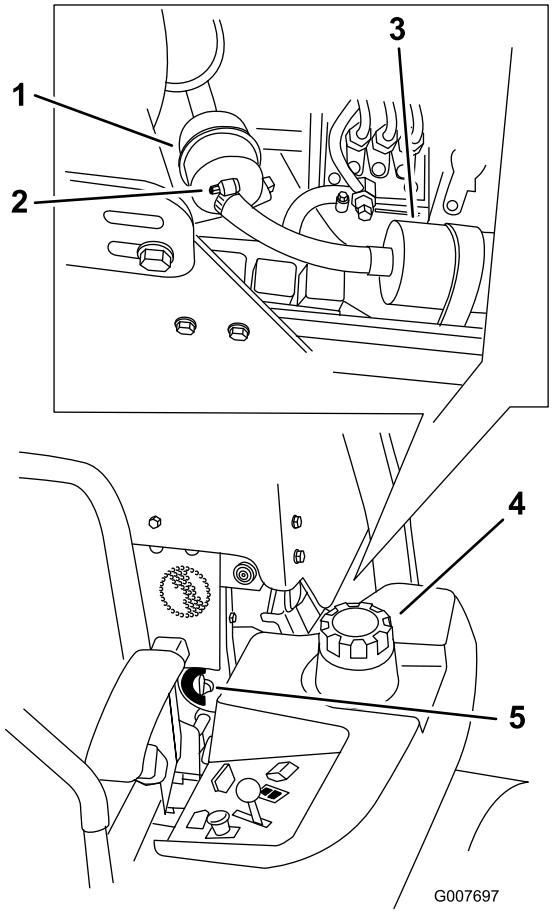

Figura 42
4. Cierre la válvula de cierre de combustible(Figura 42).
5. Afloje las dos abrazaderas y desconecte los tubos de combustible del filtro de combustible (Figura 42).
6. Instale un filtro nuevo. Conecte los tubos de combustible al filtro de combustible e instale las dos abrazaderas (Figura 42).